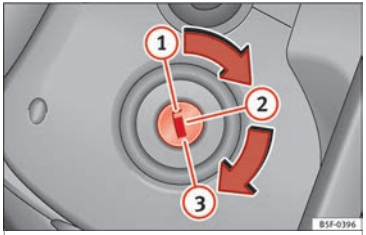

Fig. 156 Ignition key positions.
In this position ››› **Fig. 156**, the ignition and the engine are OFF and the steering may be locked.
– Turn the ignition key to position ››› Fig. 156 (2). The warning lamp ➿ will light for engine pre-heating.
– When the lamp turns off, turn the ignition key to position (3) to start the engine. Do not press the accelerator.
– Turn the ignition key to position ››› Fig. 156 (1).